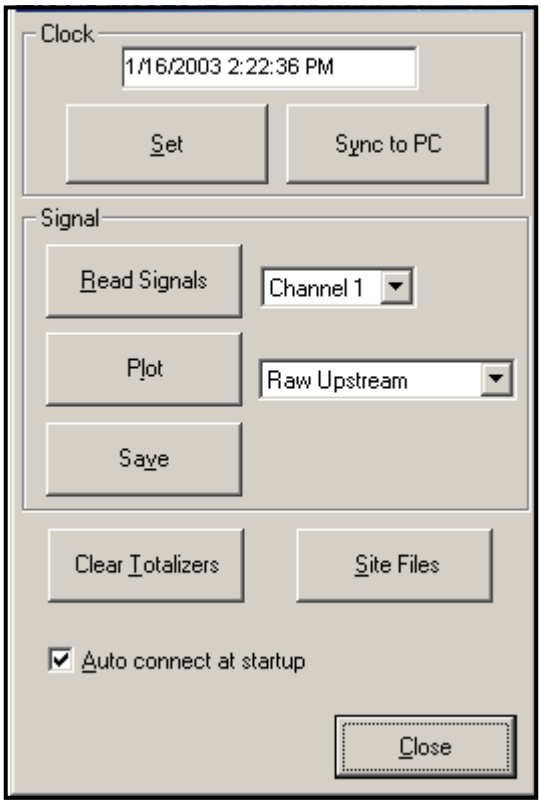

Figure 27: Active Signal Options
1. Click on the *Read Signals* button. (If the meter is a multi-channel instrument, open the Channel drop-down menu and click on the desired channel.) After a moment, the *Properties* window appears similar to *Figure 27*.